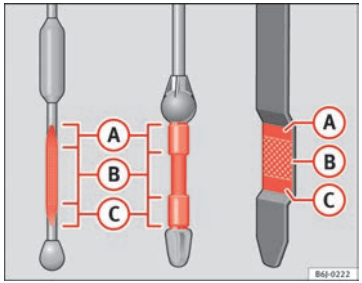

Fig. 132 Engine oil dipstick
– Then pull it out once more and check the oil level ⇒ fig. 132. Top up with engine oil if necessary.